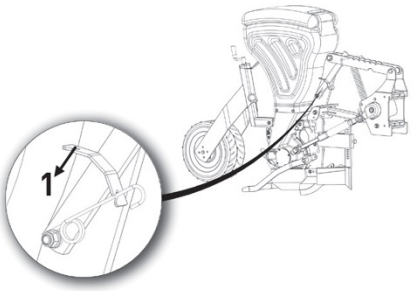

Rysunek 47
- W siewnikach z redlicowymi sekcjami wysiewającymi, ustawić mechanizm zawieszenia sekcji w pozycji 1. (Rysunek 47)